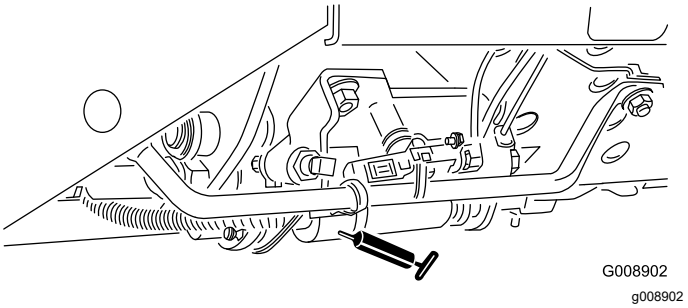

**Figur 64**
- Skjutreglage för klippning/transport (Figur 64)